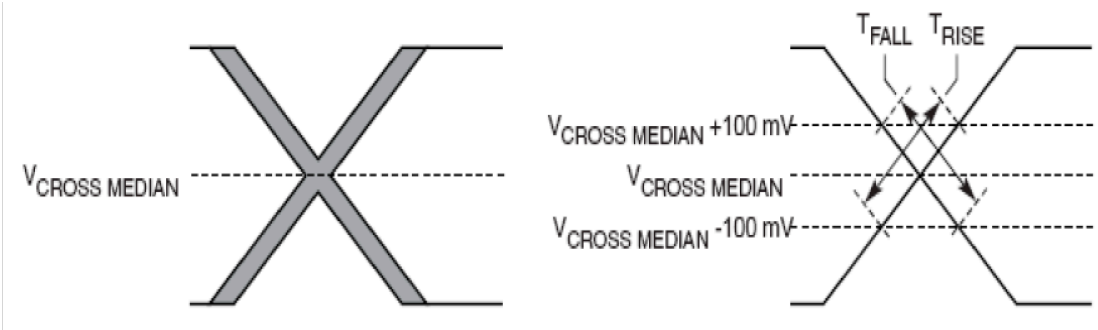

Figure 43. Single-Ended Measurement Points for Rise and Fall Time Matching
6. Matching applies to rising edge for SD_REF_CLKn and falling edge rate for SD_REF_CLKn_B. It is measured using a 200 mV window centered on the median cross point where SD_REF_CLKn rising meets SD_REF_CLKn_B falling. The median cross point is used to calculate the voltage thresholds that the oscilloscope uses for the edge rate calculations. The rising edge rate of SD_RF_CLKn should be compared to the falling edge rate of SD_REF_CLKn_B; the maximum allowed difference should not exceed 20% of the slowest edge rate. See Figure 43.